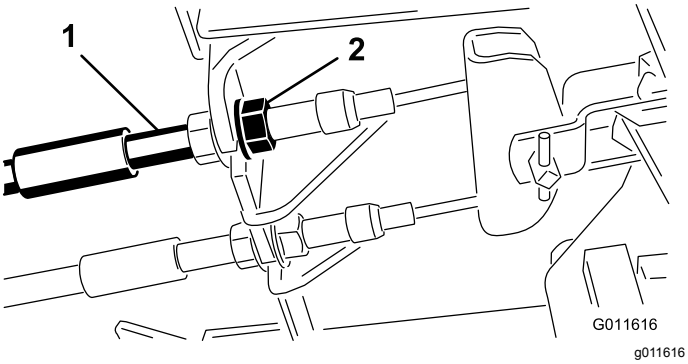

**Figur 72**
1. Dra åt bromsarna genom att lossa den främre muttern på bromskabelns gängade ände för att minska bromspedalernas spel (Figur 72).